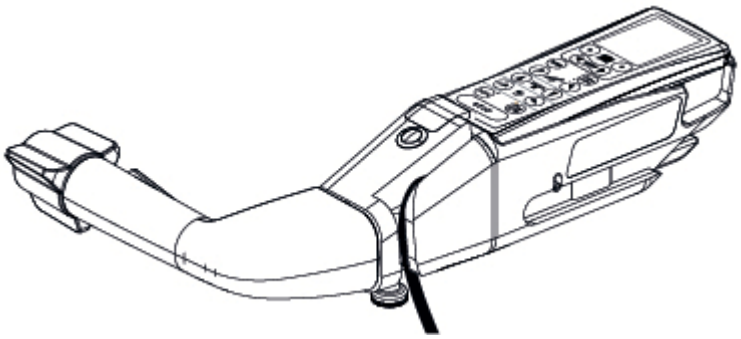

Figura 6-8. Instalar o controlo manual
3. Empurre o controlo manual para dentro da pega de transferência motorizada para o fixar no lugar. Consulte a *Figura 6-8*.